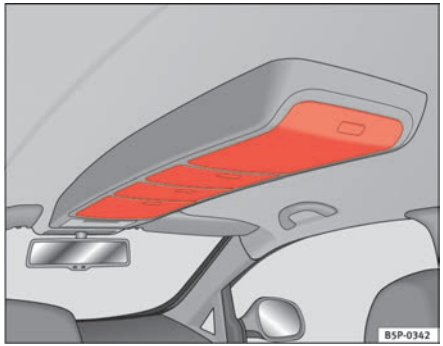

**Fig. 105 Roof stowage compartments**
– Press the button on the cover to open these compartments ⇒ fig. 105. The cover will then open.